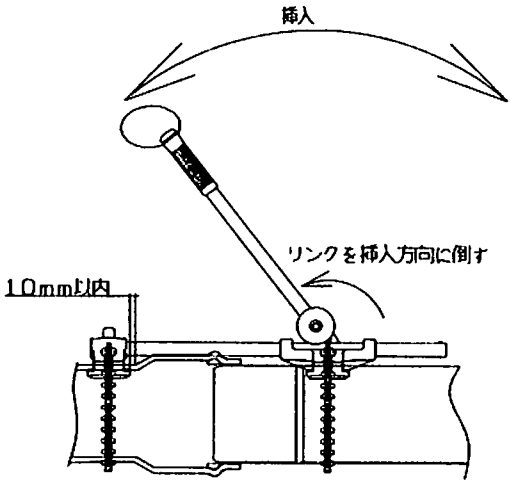

図3
4) 受口に挿し口を平行に差し込み挿し口の標線より外側に可動側本体をチェンで固定してください。（図3）
5) リンク挿入方向に倒し、操作ハンドルを前後に動かし挿入してください。（図3）